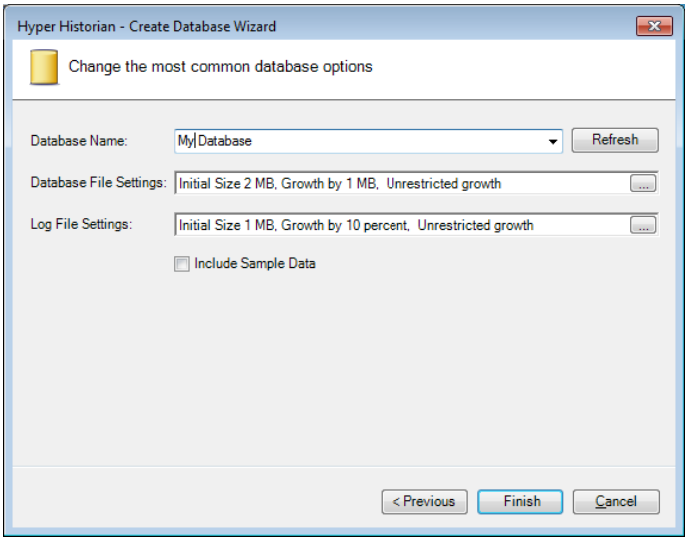

Figure L2.3 - SQL Database Wizard: Common Database Options
6. In the next dialog, shown in Figure L2.3, uncheck **Include Sample Data** option. For the **Database Name**, type "My Database". Leave the default file settings and click **Finish**.